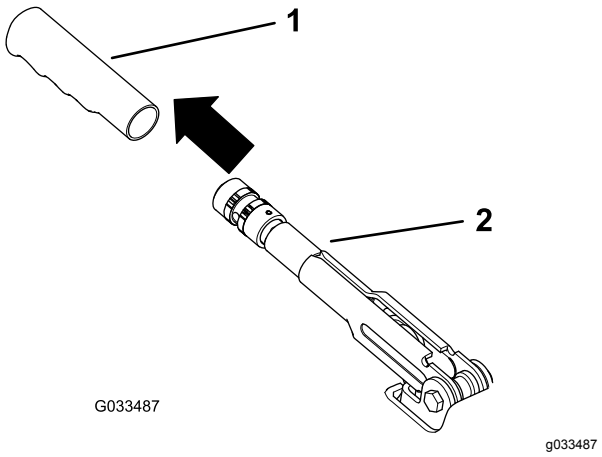

Figur 56
1. Fjern gummigrebet fra parkeringsbremsehåndtaget (Figur 56).
5. Monter gummigrebet på parkeringsbremsehåndtaget (Figur 56).